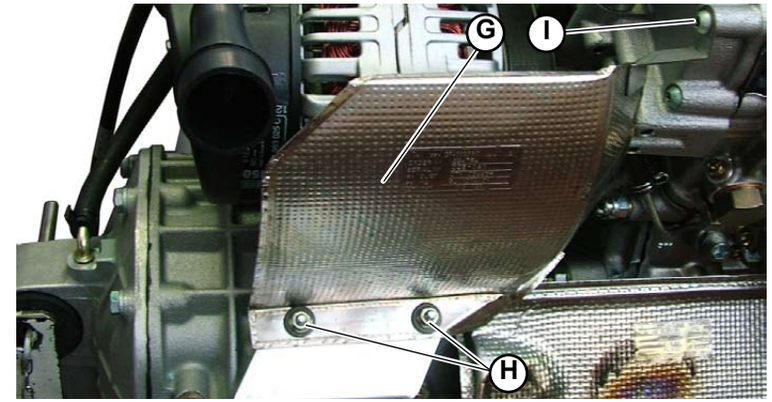

Fig.5
6. Secure the heat-proof panel (**G-Fig.5**) tightening the 2 bolts (**H-Fig.5**) and the screw (**I-Fig.5**).